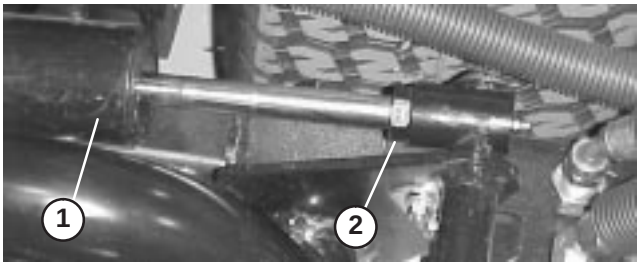

Figur 28
3. Starta motorn, höj lyftarmarna och kontrollera att spelet mellan slitremmen överst på den bakre klippenhetens slitstång och stötdämparremmen är 0,5–2,5 mm (fig. 27). Om spelet inte ligger mellan dessa mått, justerar du den bakre cylindern för att skapa spelrum. Justera cylindern genom att sänka klippenheterna och flytta kontramuttern på cylindern bakåt (figur 28). Fatta tag i cylinderstaven nära muttern med en tång och en trasa och vrid stången. Höj klippenheterna och kontrollera spelet. Upprepa proceduren om så behövs. Dra åt kontramuttern.